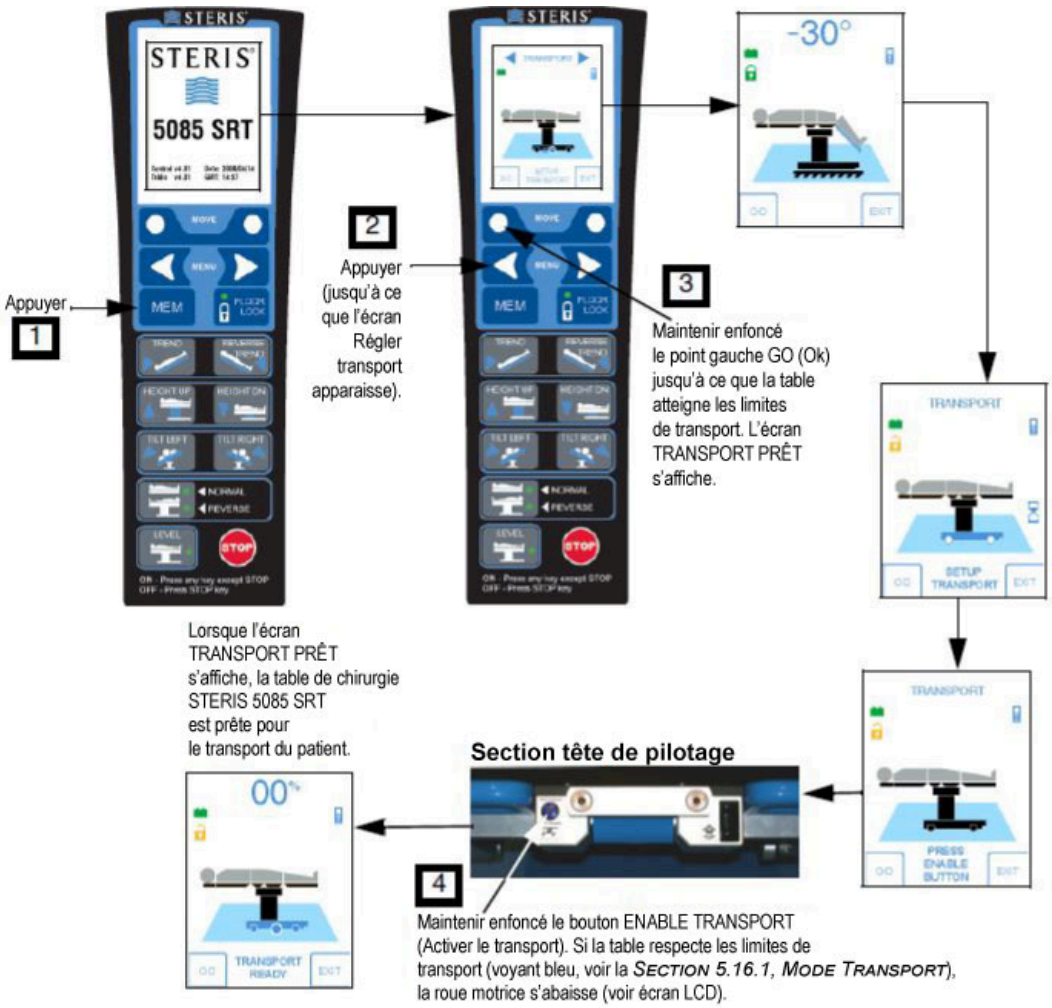

Figure 5-1. Transport du patient, mode automatique
7. **Transporter le patient comme indiqué dans la *Figure 5-1* (mode automatique) ou la *Figure 5-2* (mode manuel).**